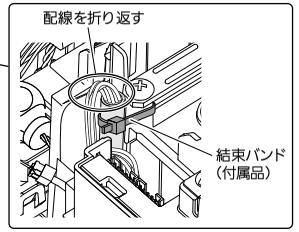

図9-2
- 外付け電動弁キットの配線が外部から引っ張られた際に、中継コネクタへ負荷がかからないようにするため、必ず以下の作業を行ってください。外付電動弁キットの配線を折り返し、結束バンド（付属品）で配線の被覆（灰色の部分）を固定します。（図 9-2）